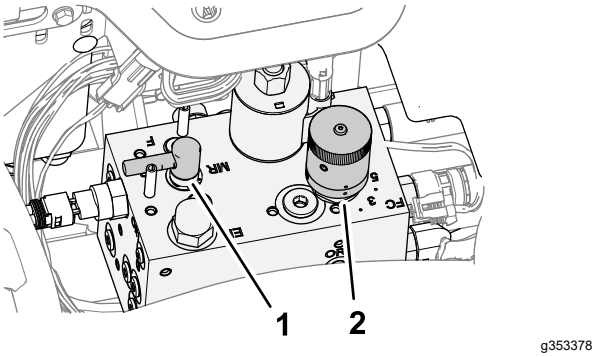

**Figur 91**
3. Flytta slipningsspaken till läge F (klippning) (Figur 91).